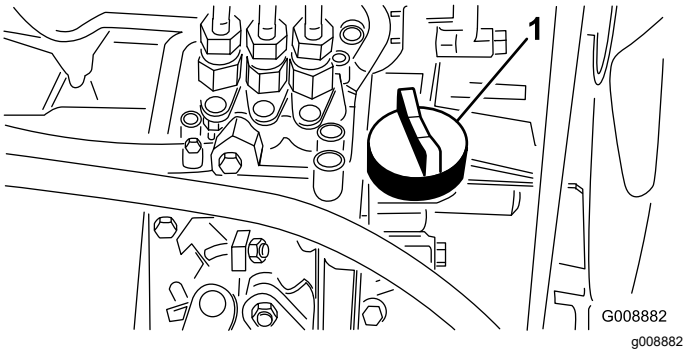

Figur 53
4. Om oljenivån är låg tar du bort oljepåfyllningslocket (Figur 53) och tillsätter gradvis små mängder olja samtidigt som du kontrollerar nivån, tills nivån når märket FULL på oljestickan.